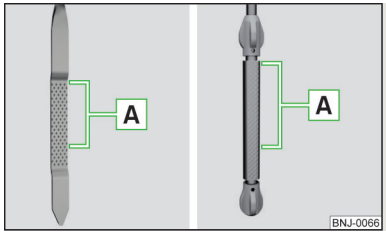

Fig. 159
Dipstick » Fig. 159
- The oil level must never be above the range A » Fig. 159 - risk of damage to the motor as well as the exhaust system.